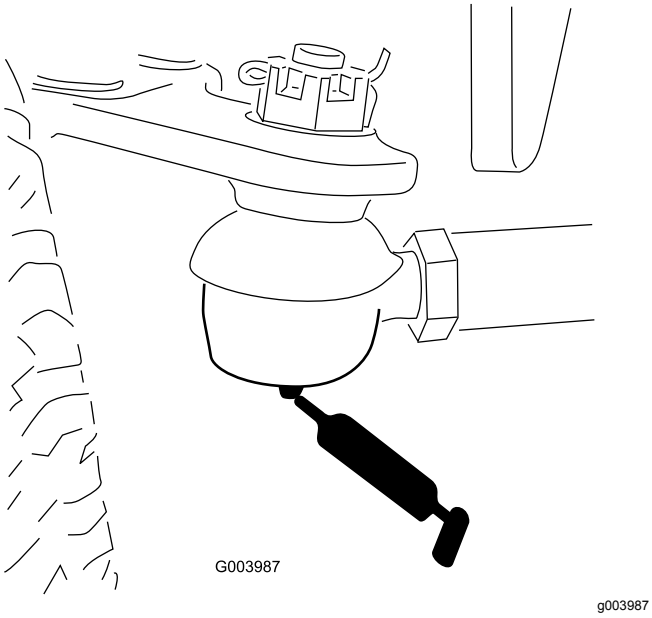

Figuur 42
- Trekstang van achteras (2) (Figuur 42)